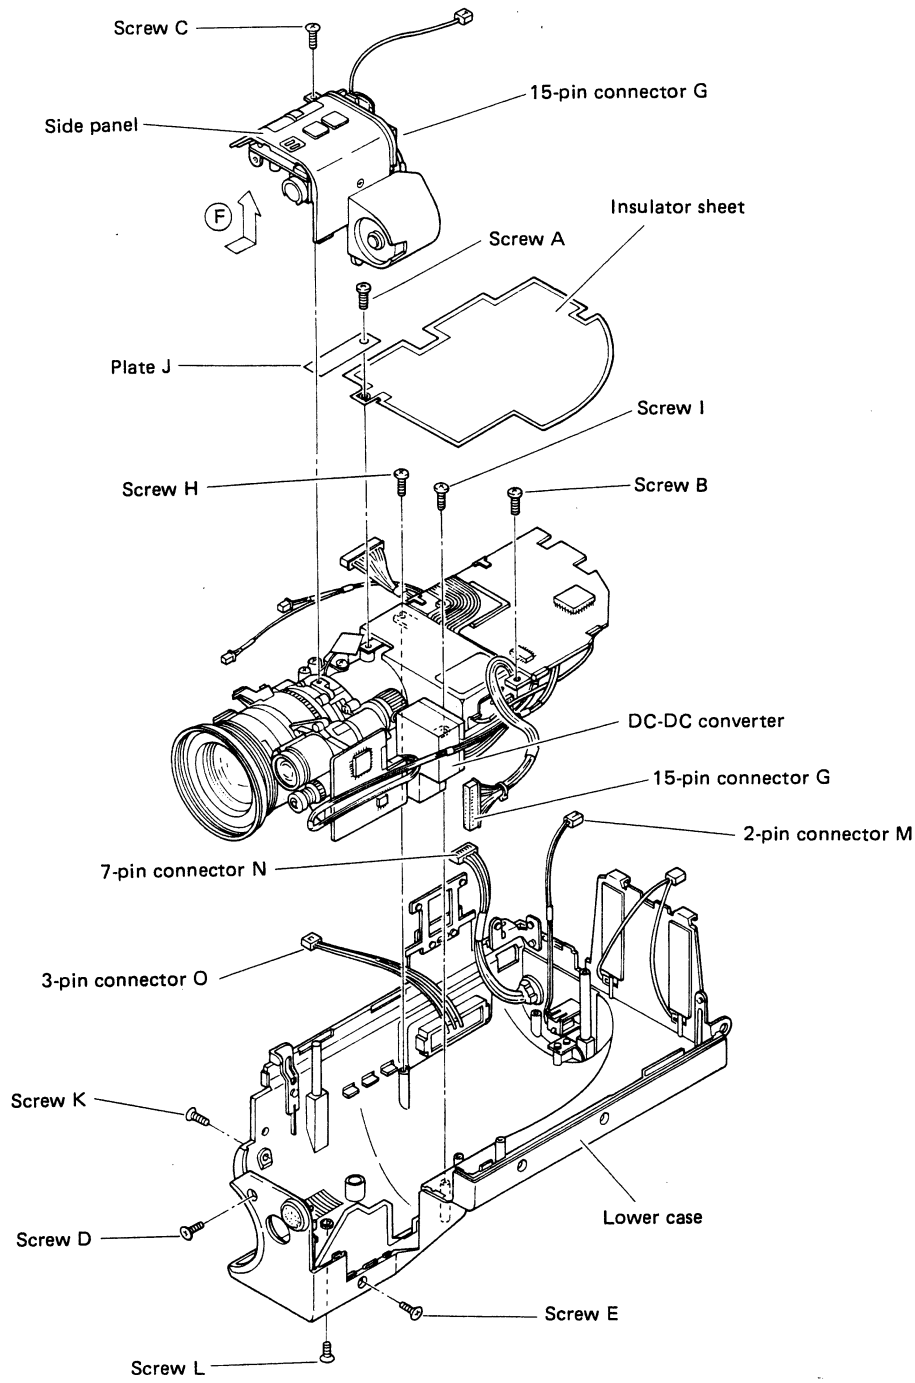

Fig. 1-1-4
1. Refer to Fig. 1-1-4. Take out screws A and B, and remove the insulator sheet.
2. Take out screws C, D and E. Disengage the side panel from the lower case by shifting and raising it as shown by the arrow (F) . Disconnect the connector G.